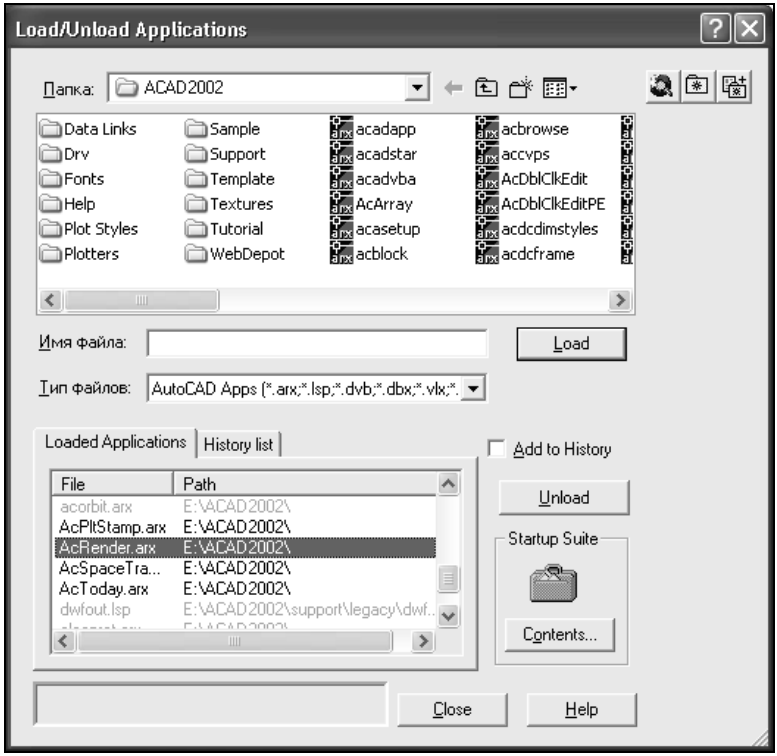

Рис. 12.26. Диалоговое окно **Load/Unload Applications**
2. В нижней части ДО, в списке вкладки **Loaded Applications** (Загруженные приложения) (рис. 12.26) выбрать пункт **AcRender.arx**.